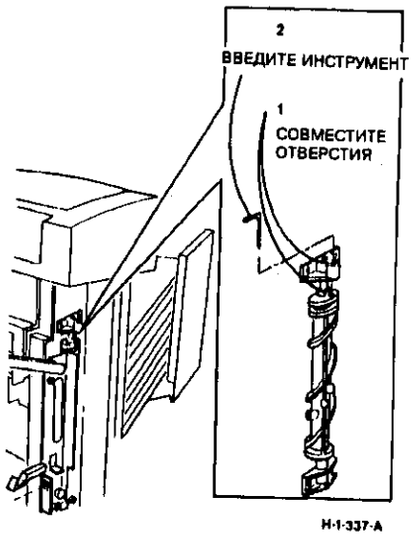

Рисунок 1. Совмещение заднего кулачка
2. (Рисунок 1) Поворачивайте передний кулачок (обратитесь к процедуре проворачивания механизма сортера-финишера вручную CP2) до совмещения отверстия в блоке заднего подшипника с отверстием в заднем кулачке.
3. (Рисунок 1) Введите в задние совмещаемые отверстия маленькую отвертку или ключ Аллена.